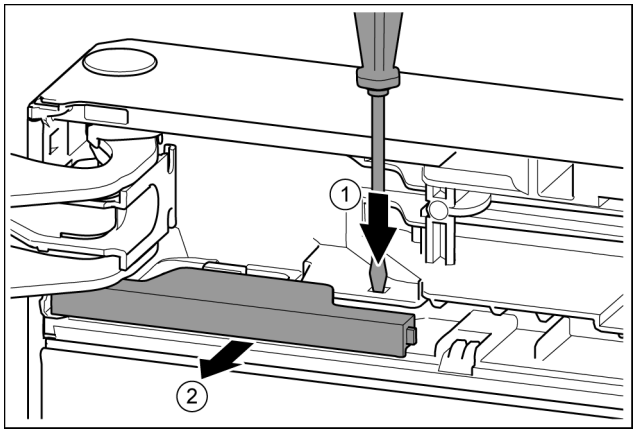

Fig. 11
▶ Presione la lengüeta con el destornillador para tornillos de cabeza ranurada. *Fig. 11 (1)*
▶ Extraiga la cubierta del enganche. *Fig. 11 (2)*